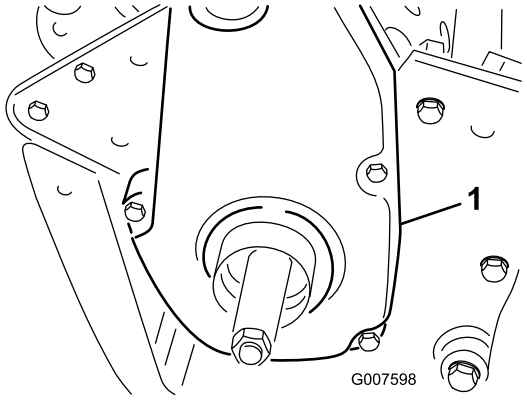

Figur 43
6. Fjern den bageste remskærm på højre side af maskinen (Figur 43).